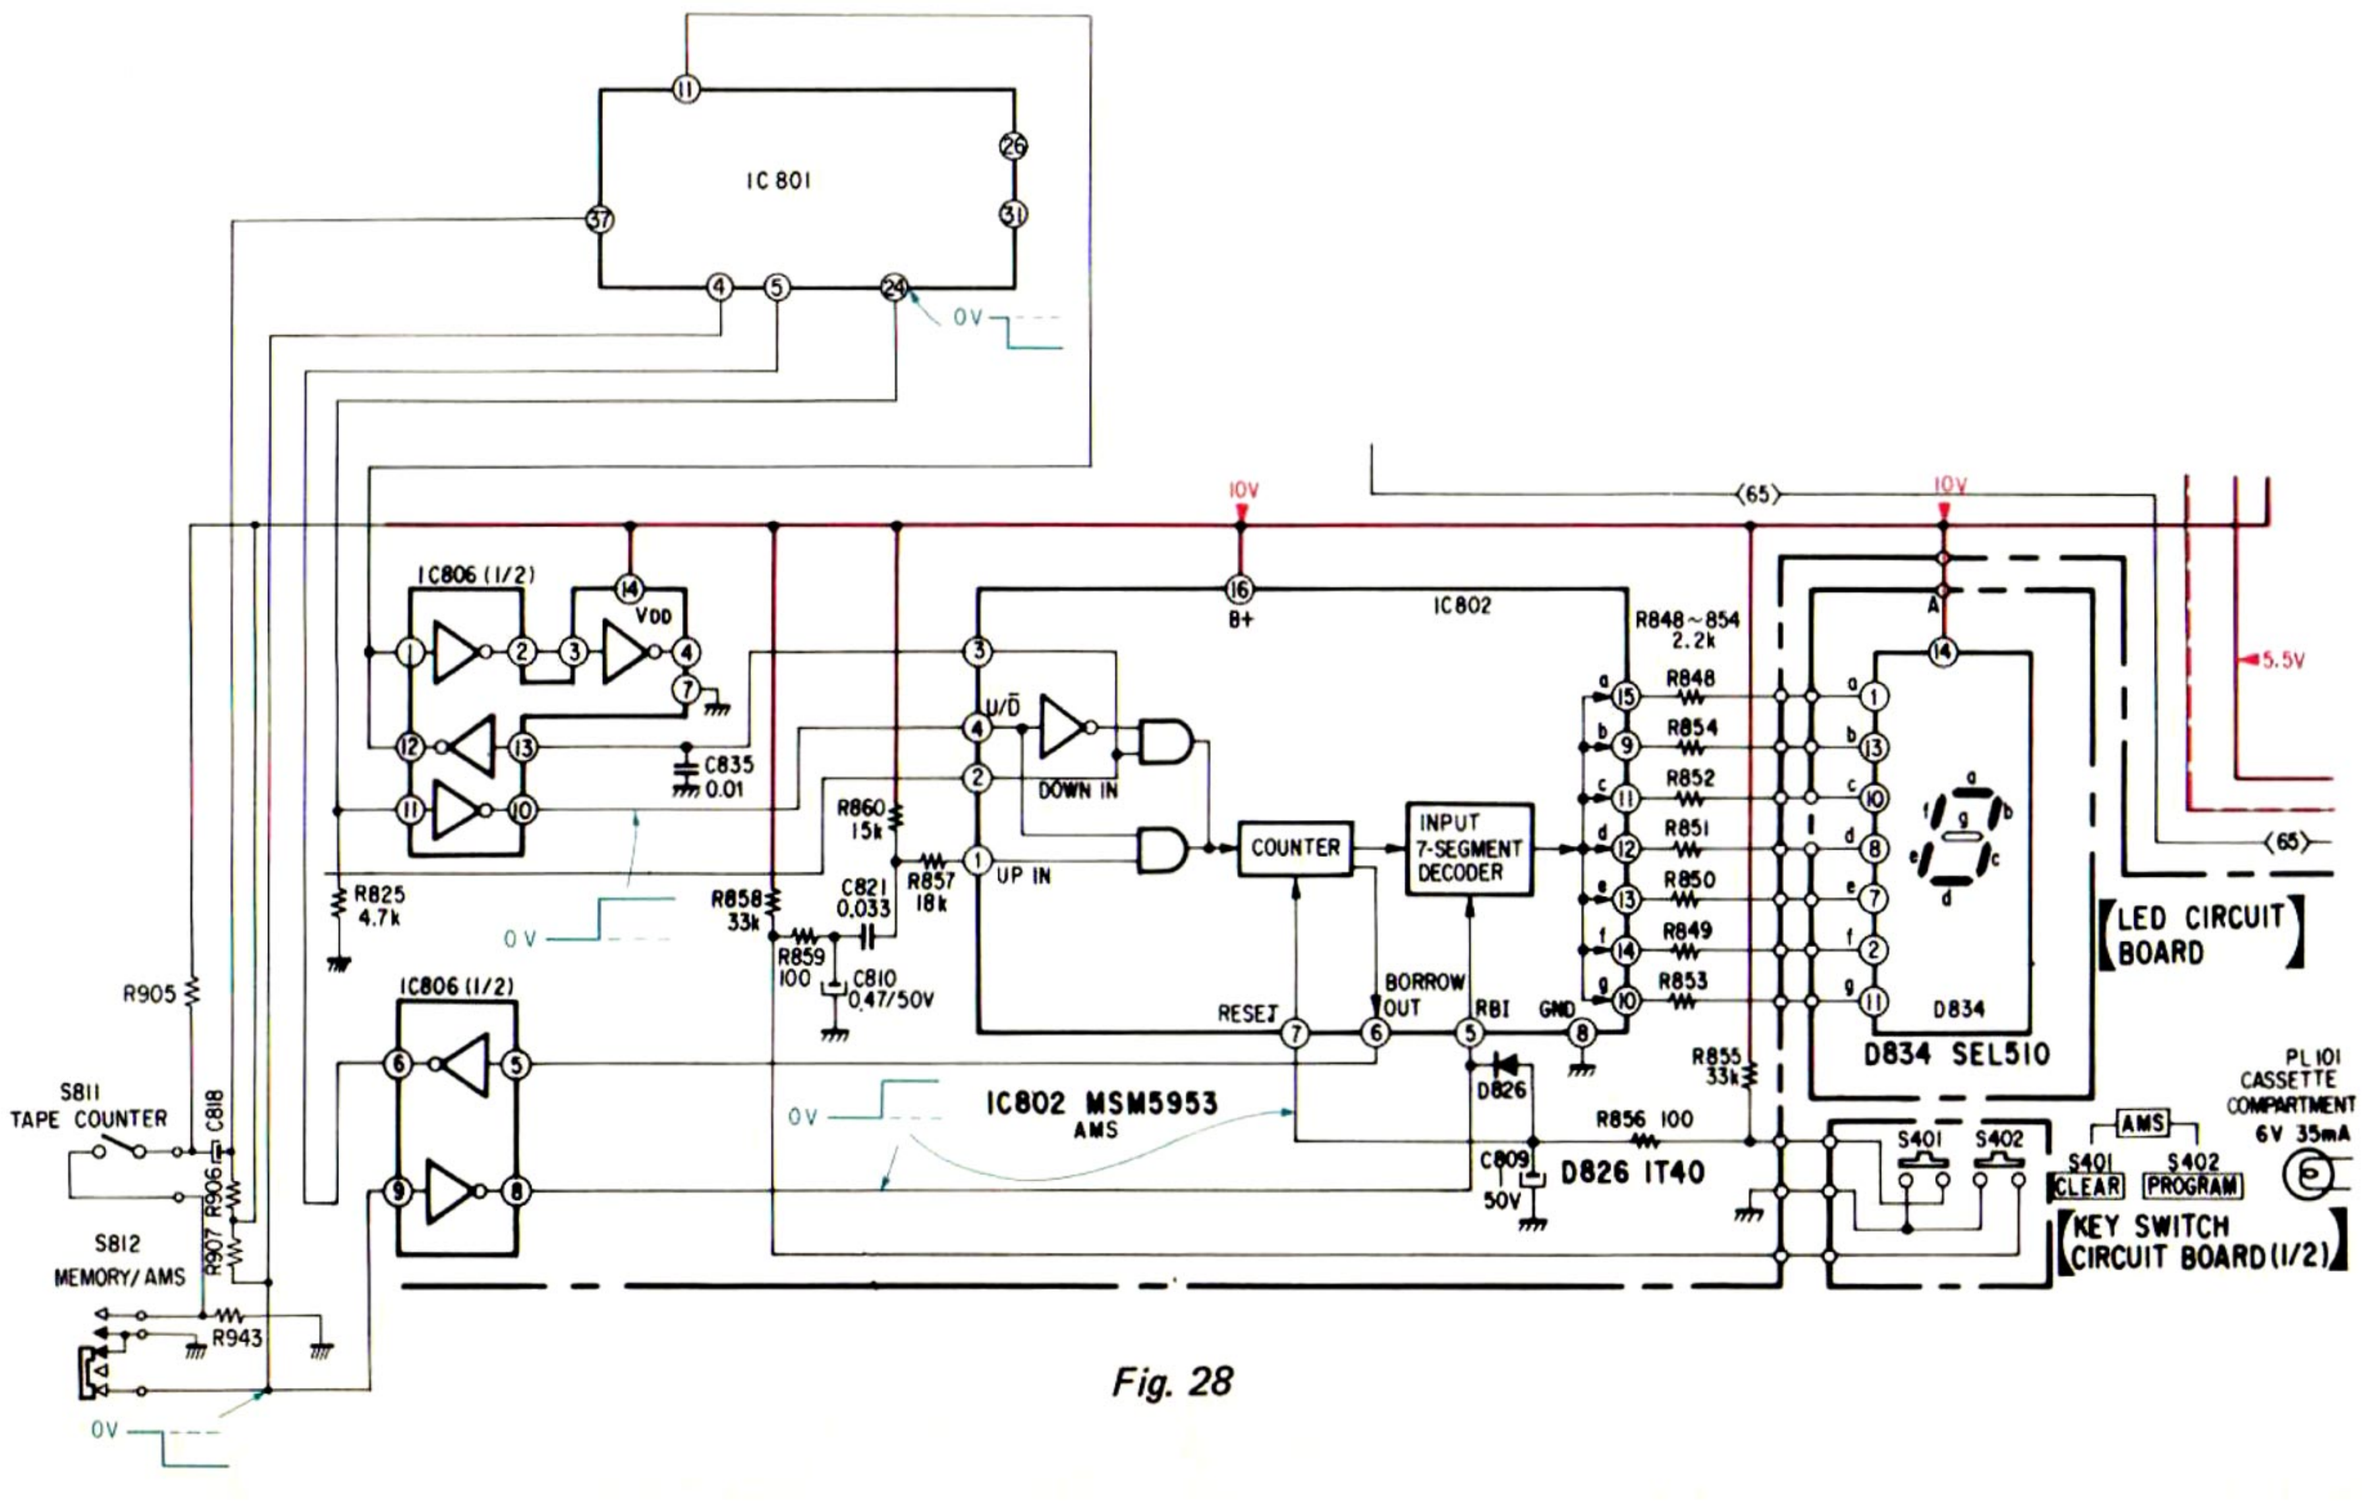

*Fig. 28*
**4. When MEMORY/AMS switch (S812) is set to AMS (See Fig. 28)**
(1) With this switch setting, terminal 4 of IC801 is grounded and so the level at this terminal becomes "low". This level will be inverted through IC806. The level at terminals 5 and 7 of IC802 will be "high" so that LED will turn on. Thus, the resetting to the display of "0" is cleared.
(2) The level at terminals 24 of IC801 gets "low", which will be inverted through IC806. Since the level at terminal 4 of IC802 becomes "high", terminals 2 "DOWN IN" and 6 "BORROW OUT" will not be operative.
**5. Count-up operation (See Fig. 28)**
**6. Clearing operation (See Fig. 28)**